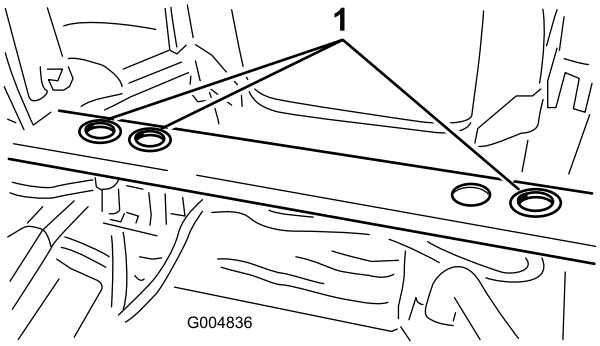

Figur 7
11. Monter gummikranse i de 3 huller i den bageste stelmontering som vist i Figur 7.